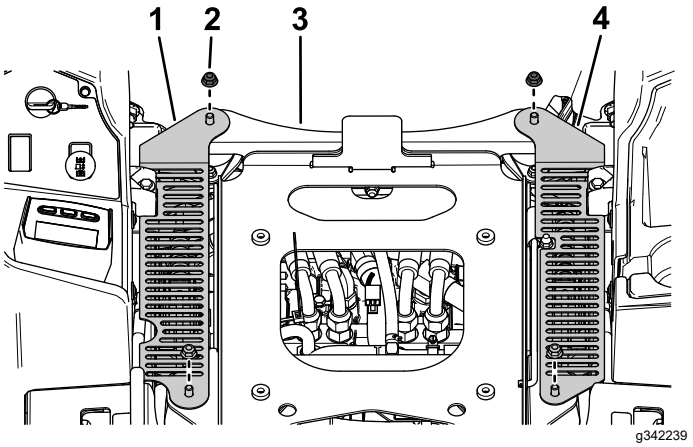

Figuur 26
3. Bevestig de linker CE-kap en de rechter CE-kap aan de steunplaat van de stoel met de 4 eerder verwijderde flensmoeren (⅜") zoals getoond in Figuur 26.